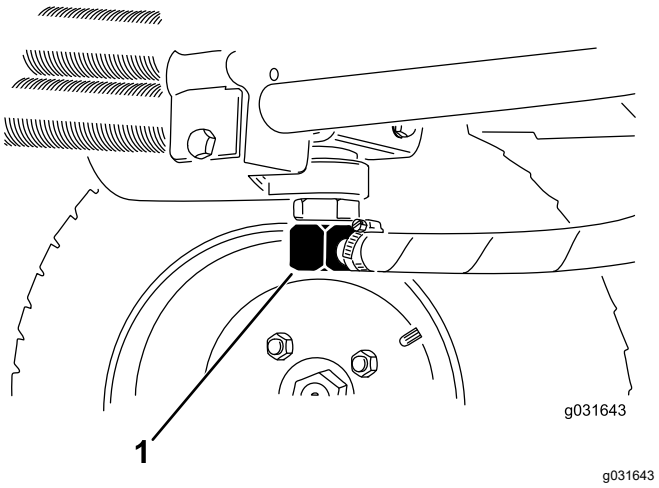
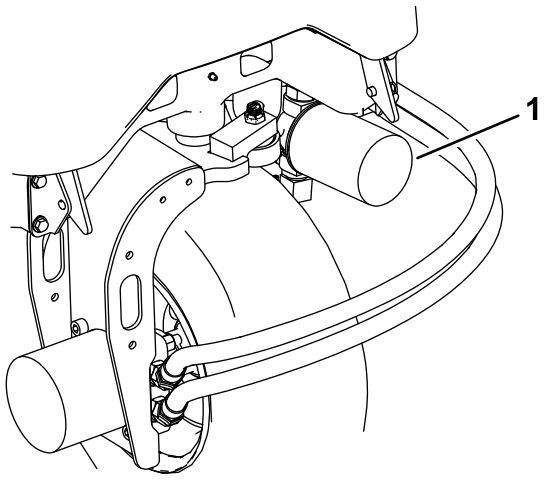

Figura 65
Figura 67
2. Scollegate il tubo idraulico o togliete il filtro idraulico e lasciate defluire il fluido idraulico in una bacinella (Figura 67 e Figura 65).
3. Quando il fluido idraulico cessa di defluire, montate il tubo idraulico (Figura 65).
3. Pulite attorno all'area di montaggio del filtro, collocate una bacinella di spurgo sotto il filtro e togliete il filtro (Figura 67).